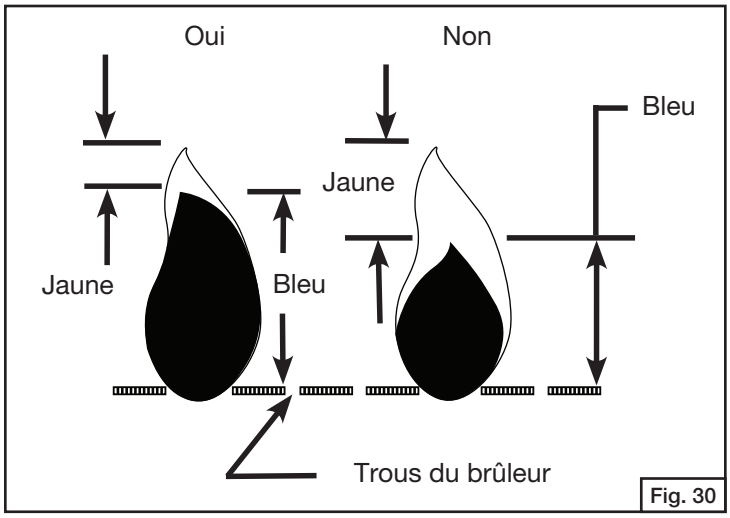

Fig. 30
- Les flammes doivent être identiques à la flamme correcte de la Fig. 30 et se présenter comme suit: